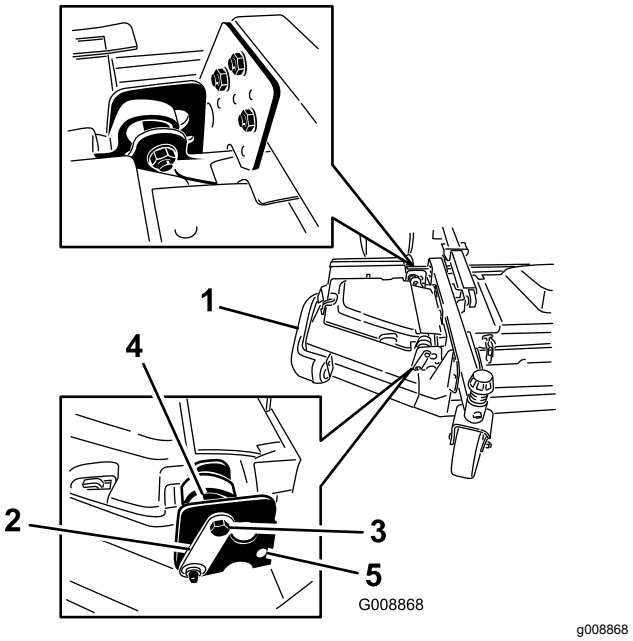

Figura 7
2. Afloje los pernos y las tuercas que sujetan los dos espaciadores excéntricos a las alas (Figura 7).
4. Gire el excéntrico trasero (el más cercano a la unidad de tracción) hasta que la punta exterior de la cuchilla esté aproximadamente 3 mm más alta que la altura de corte deseada (Figura 7).